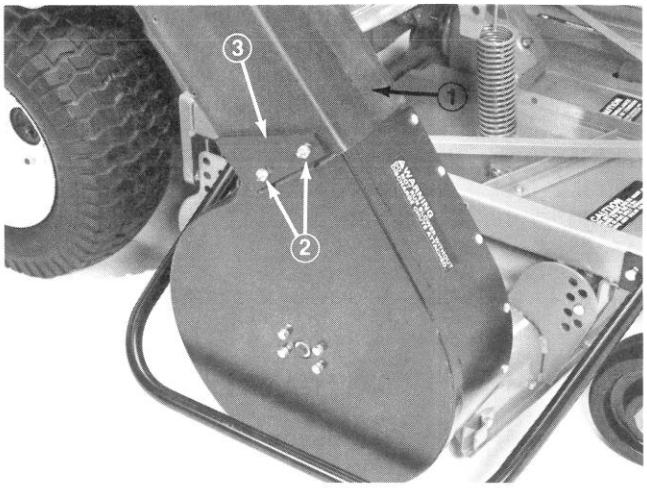

Figure 23
2. Slide chute over blower opening and onto mounting studs (Fig. 23).
3. Lower hopper hood and align chute with hood snout. Secure chute in position with locknuts and brackets. Wide end of brackets to be positioned toward rear (Fig. 23).